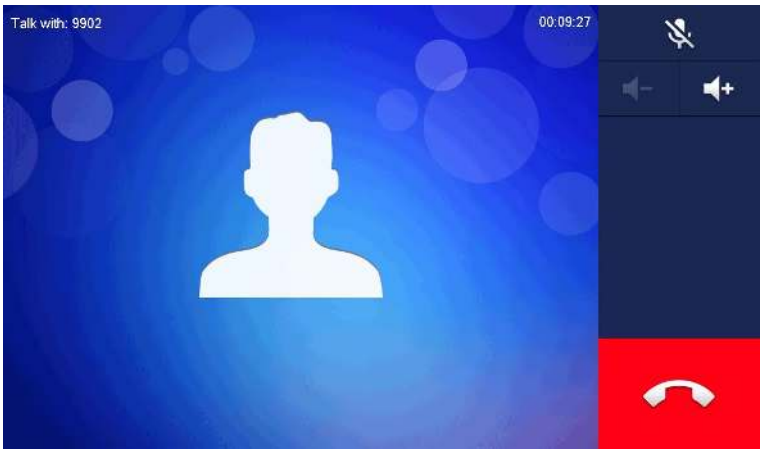

Figure 6-33
- Press to talk with each other, as shown in Figure 6-33. For key description, please refer to Table 6-6.